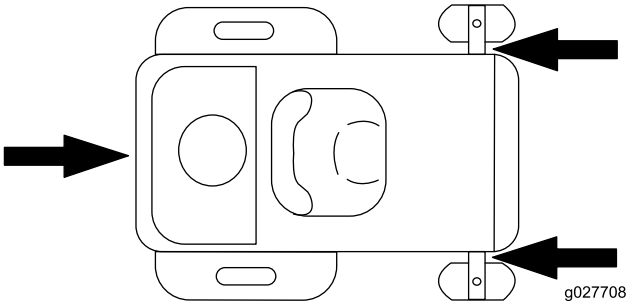

Figuur 26
5. Zet de machine vast bij de voorste zwenkwielen en de achterbumper (Figuur 26).